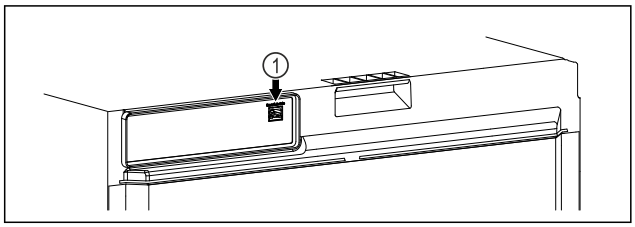

Fig. 127
❑ SmartModule *Fig. 127 (1)* este instalat.